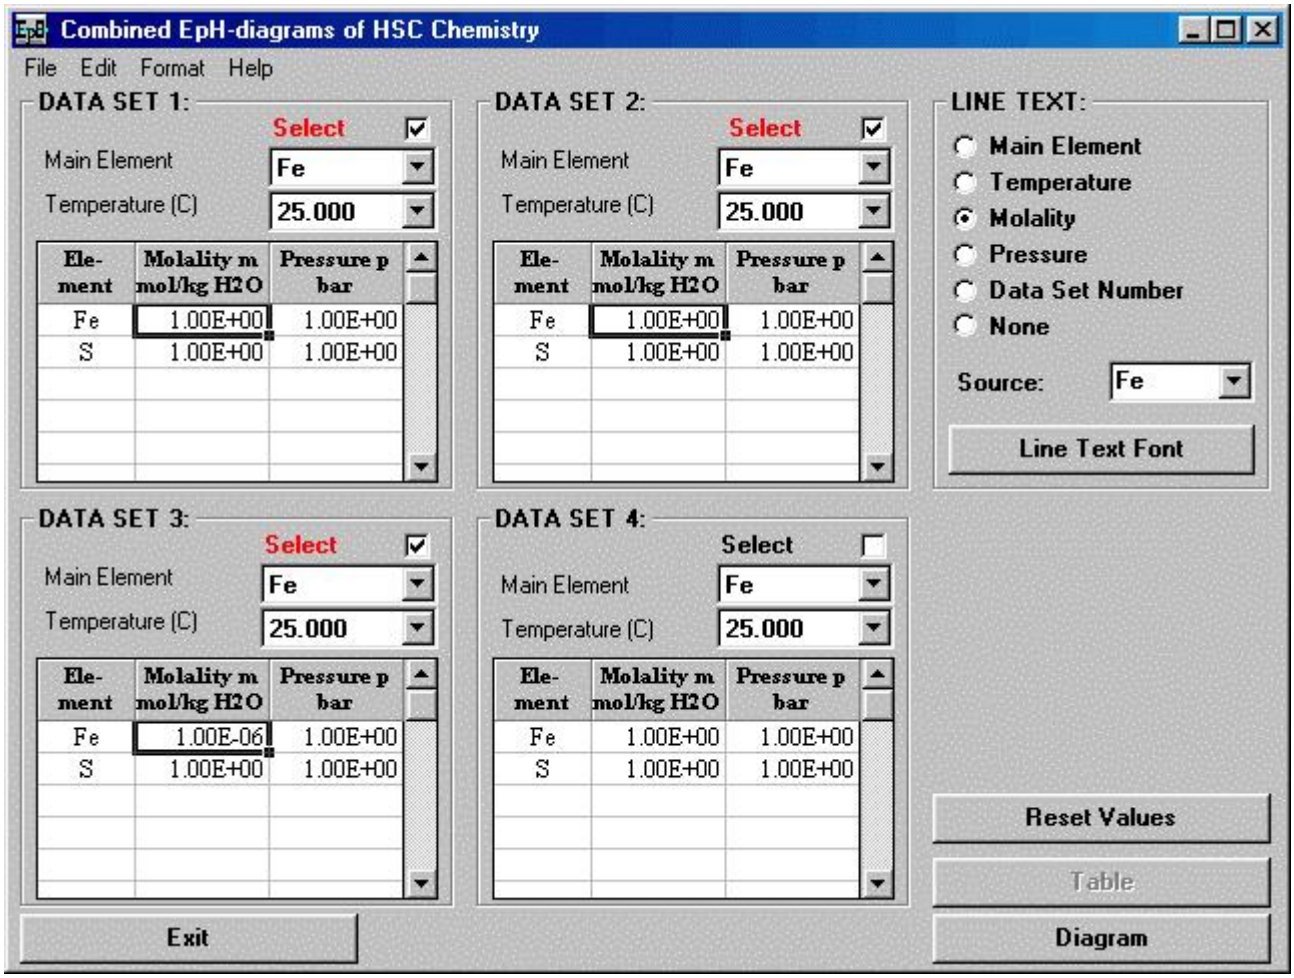
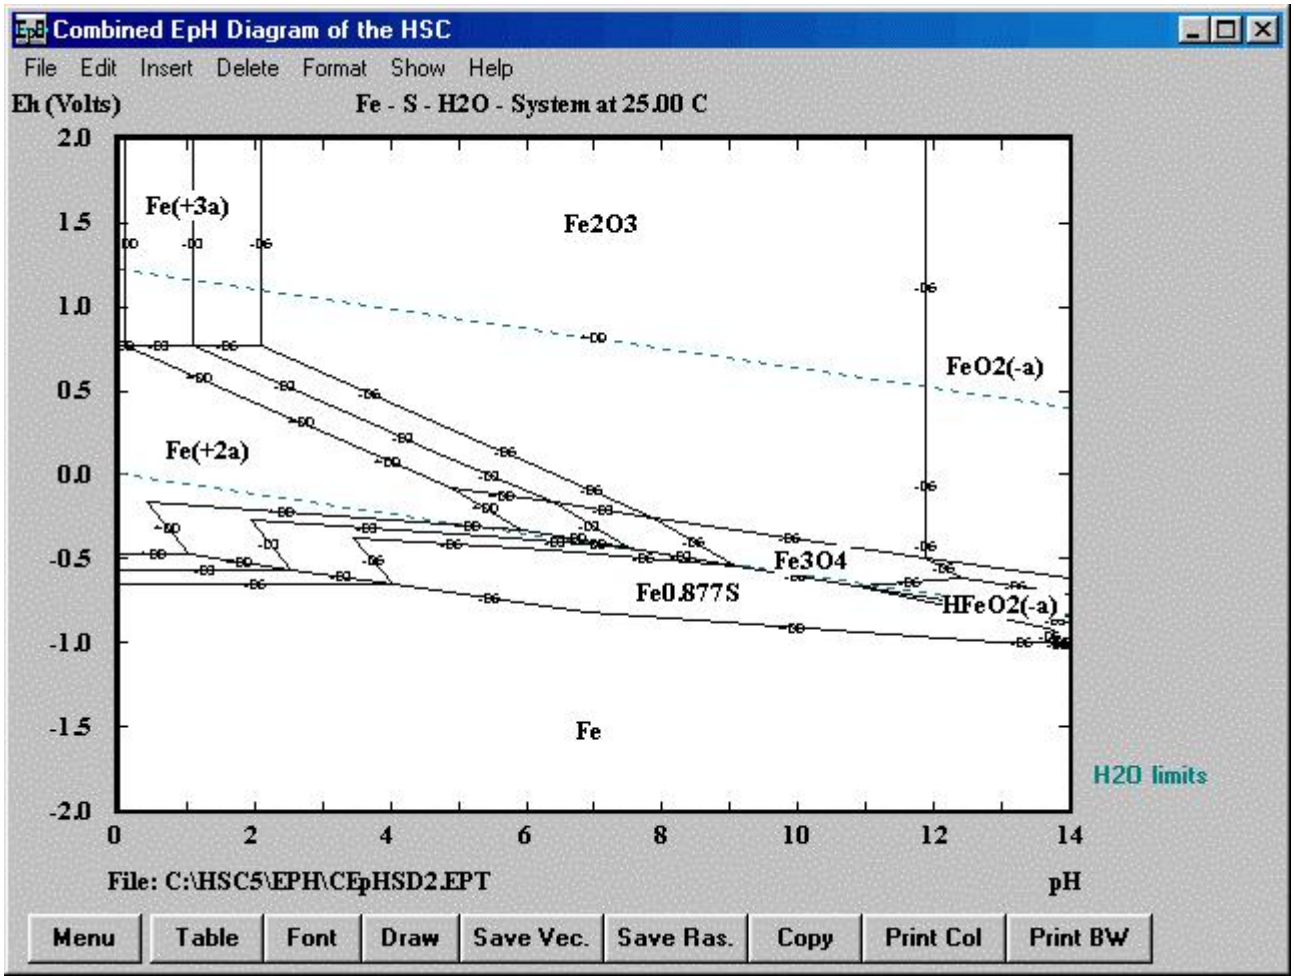

Fig. 8. Specification of a combined diagram layout for an Fe-S-H_2O system.
Fig. 9. Combined Eh-pH-diagram for an Fe-S-H_2O-system at 25 C. The Fe molality values 1, 10^{-3}, and 10^{-6} have been used as parameter.
The variable, which is used to draw the combined diagrams, is selected in the **Combine Menu**, see Fig. 8. The user may select up to four data sets to be used in the calculations with the **Select** option. Each data set specifies settings for one normal diagram, which will be included in the combined diagram.
The basic idea is that all values must originally be the same in each data set. **Reset Values** will restore the original values. The user may then give different values for one variable in each data set. The molality of iron has been selected for the variable in Fig. 8 by giving the value 1.00E 00 for Data Set 1, 1.00E-03 for Data Set 2 and 1.00E-06 for Data Set 3. The **Select** option and **Line Text** are usually automatically selected whenever a data set is modified.
The **Source** option refers to the element which is used for the **Molality** and **Pressure** line labels. It is automatically selected according to the last edited variable. However the user can change this before pressing **Diagram**. The line label format dialog can be opened by pressing **Line Text Font**, see Fig. 8.
3. Give values for one variable, for example, molality 1.00E 00 for Data Set 1, 1.00E-03 for Data Set 2 and 1.00E-06 for Data Set 3. Press **Diagram** to calculate the combined diagram, see Fig. 8 and Fig. 9.
The calculation basis and appearance of the combined diagrams is the same as for the normal Eh-pH-diagrams discussed in previous chapters. The combined diagrams are reduced to normal diagrams if only one data set is selected, see Fig. 8. However, there are some differences which will be discussed in this chapter. The combined diagram of the Fe-S-H_2O example is shown in Fig. 9.
The main element selection of the combined diagrams is made in the four Data Sets options, Fig. 8. The selected main element can be seen from the heading of the diagram. The first element in the heading Fe-S-H_2O-system at 25 C is always the main element. **Table** shows all the calculation results, which are used to draw the final diagram, see Chapter 17.7 for details.
The EpH module automatically carries out all the calculations needed to draw the diagram. The result workbook may be seen by pressing **Table** in the Diagram form, see Fig. 9. Normally you do not need to worry about these sheets at all. You may utilize this information, for example, to see the exact numerical coordinates of the lines or to identify some very small and complex stability areas, etc. The modification of this worksheet has no effect on the diagram.